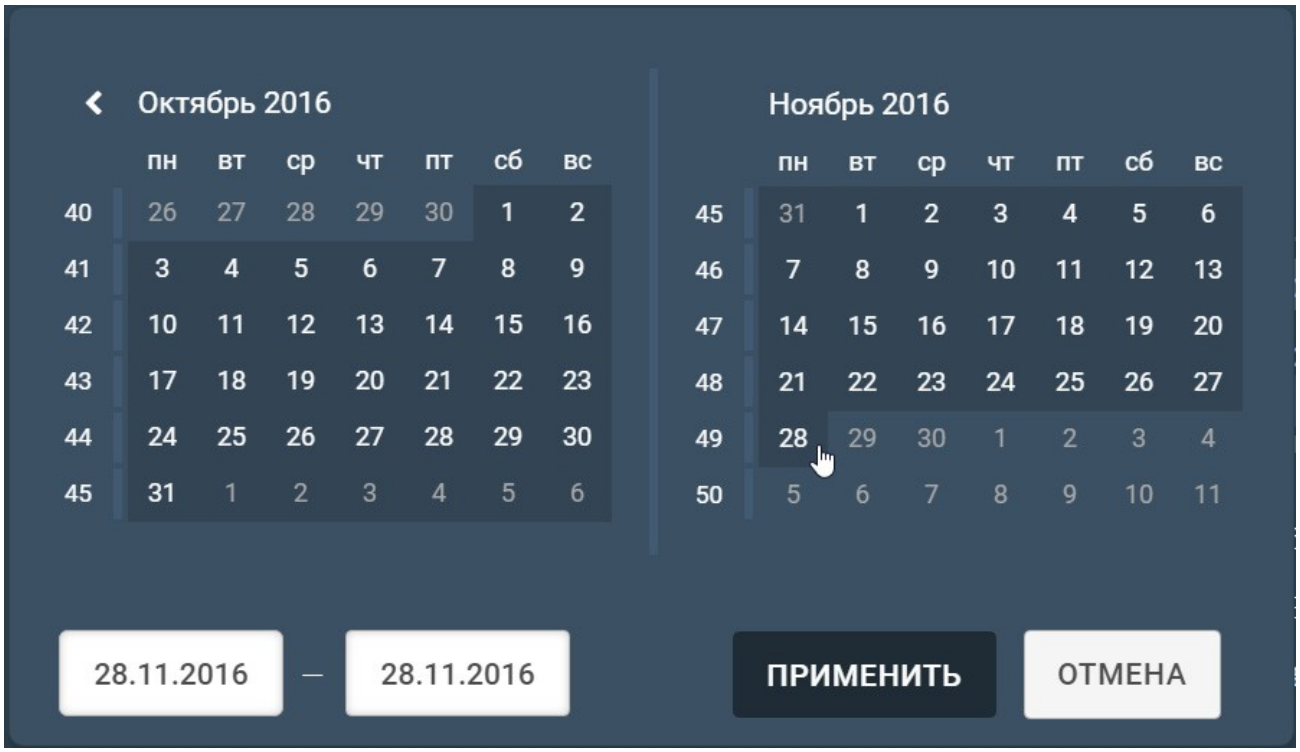

Рисунок 10. Выбор интервала на календаре
2. Выберите интервал в календаре или задайте его начало и конец в текстовых полях (см. рисунок 10).